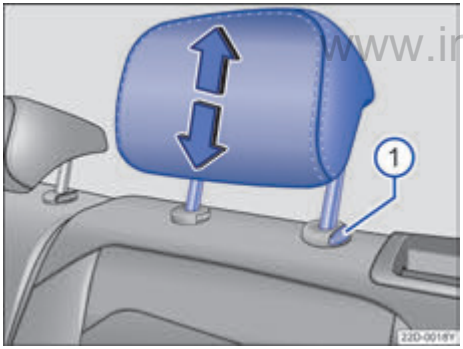

图 64 调整后排头枕
– 按住按钮→ 图 64①，同时沿箭头方向上推或下压头枕即可将头枕调整至合适高度→ ⚠，在**拆卸和安装头枕**中，见第 71 页。